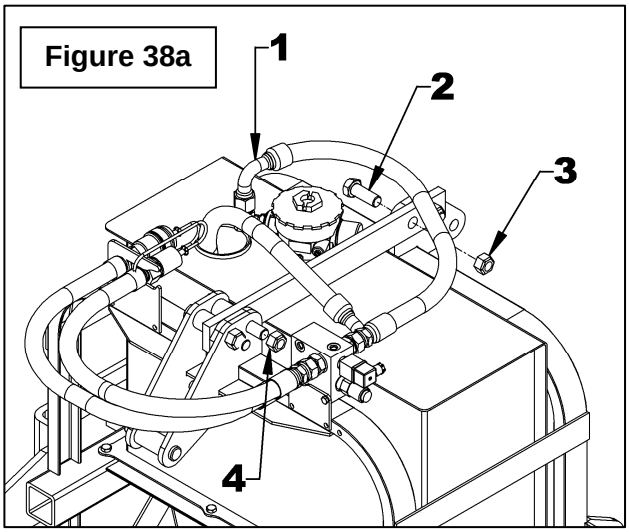

Figure 38a
Installation of the Cooling Unit 5RDF0036 ***(Figures 38a to 38g)***
1. **Figure 38a:** Unscrew the 1 1/16" JIC elbow (item 1) from the in-tank filter. Remove the 3/4"NC x 2" lg bolt (item 2) and the stover nut (item 3). Remove the stover nut (item 4) from the 3/4" NC x 4 1/2" lg bolt but do not remove the bolt.